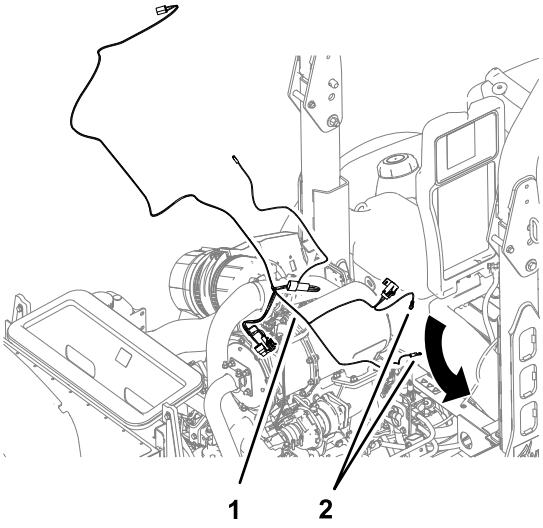
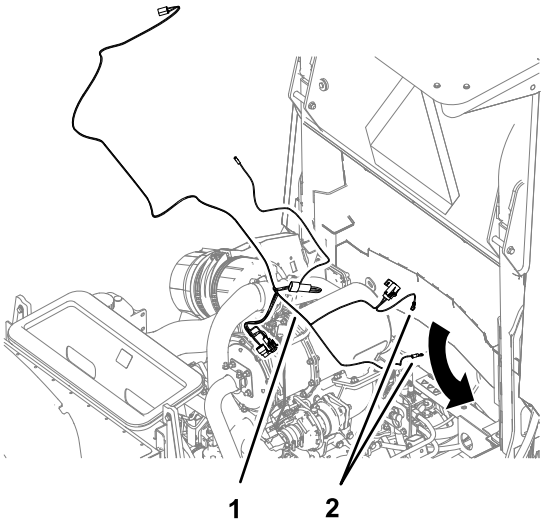

Figur 4
Figur 5
1. Før de to ringklemmene til strømfastspenneren under området der batterirommet er plassert (Figur 4 eller Figur 5).